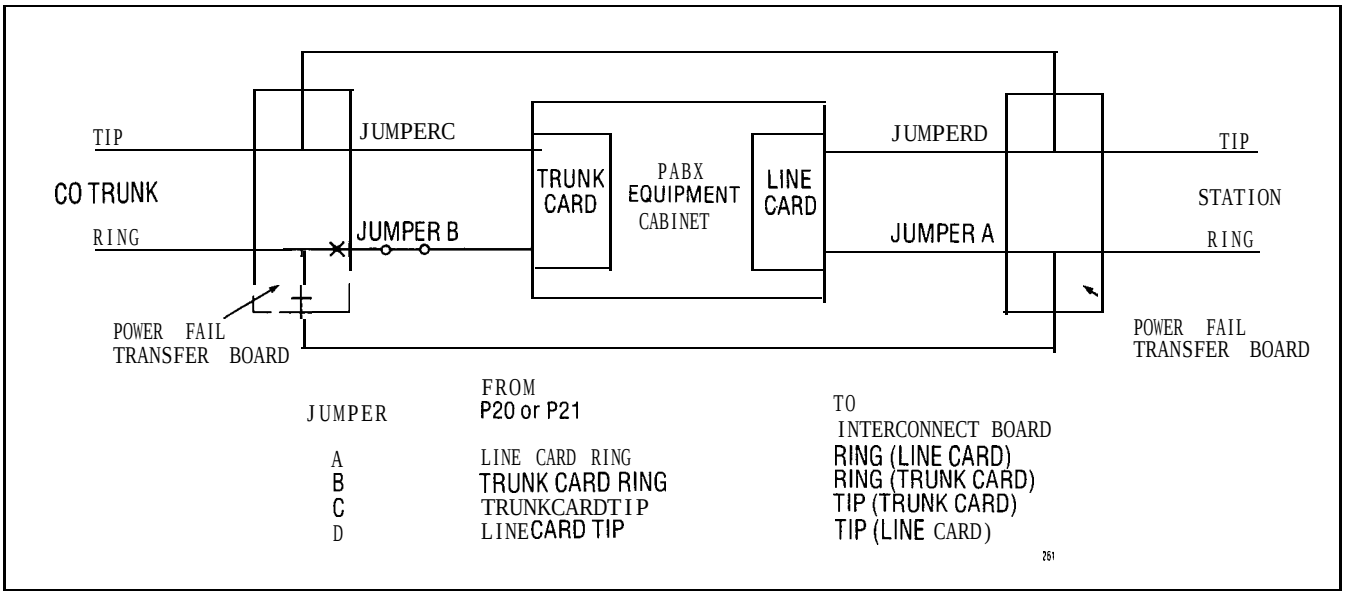

Fig. 10-4 Power Fail Transfer Block Diagram
10.08 Figs. 10-4 and 10-5 illustrate typical block and wiring diagrams for a power fail transfer circuit. Fig. 10-6 illustrates typical night bell wiring connections and Fig. 10-7 shows the connections for music and PA requirements.